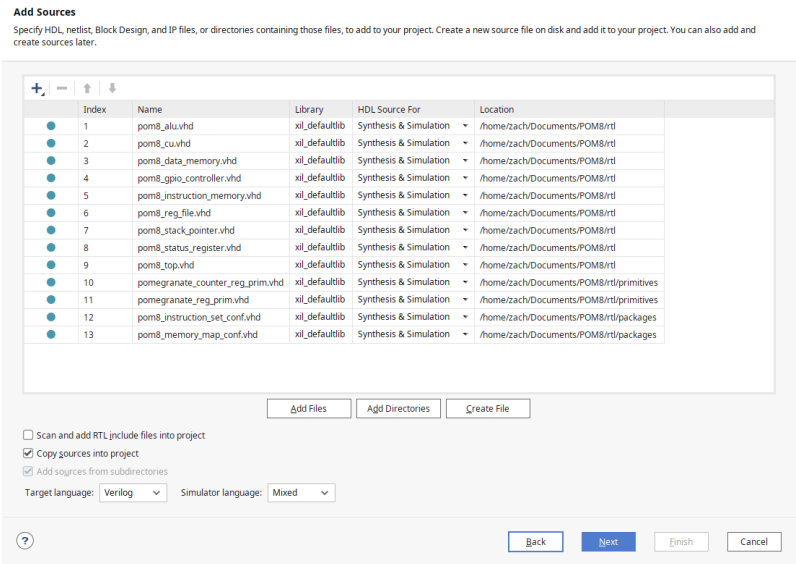

Figure 2. Final List of Added Sources
2. On the add sources step, click add files and navigate to where you cloned the repository, add all files from the rtl folder, including those in the "packages" and "primitives" sub-folders. The final list should look like the one shown in Figure 2.